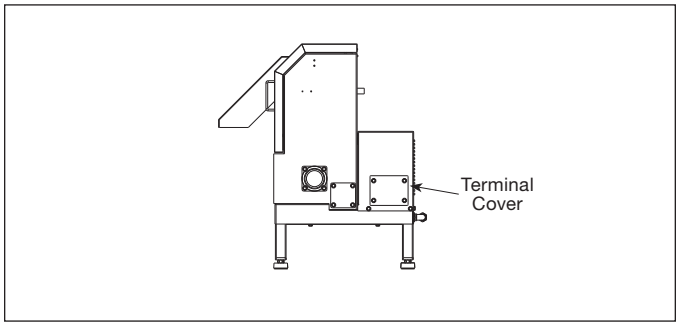

Figure 13.
3. Remove terminal cover from Waste Xpress (see Figure 13).
A. Holding both handles remove discharge chute of the Waste Xpress by tilting it upward (see Figure 13).